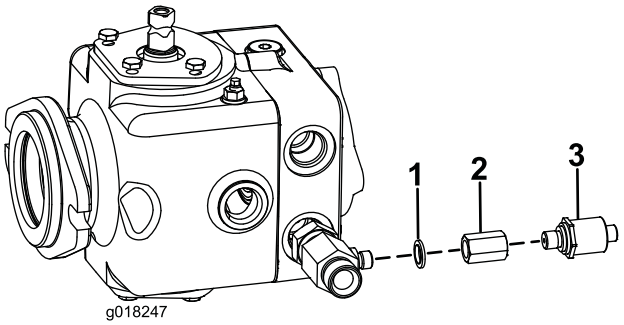

Bild 6
3. Schrauben Sie den Druckschalteradapter mit einer Dowty-Dichtung (1/4") in das T-Anschlussstück (Bild 6).
4. Schrauben Sie den Druckschalter in diesen Adapter (Bild 6). Ziehen Sie den Schalter auf 34 N-m an.